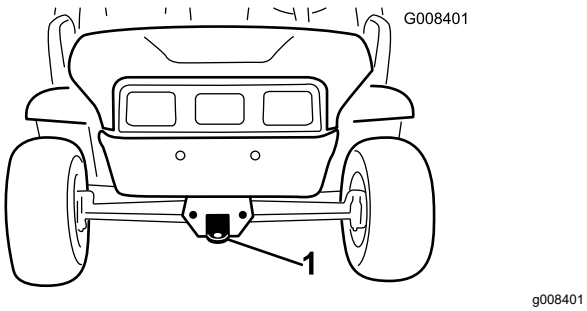
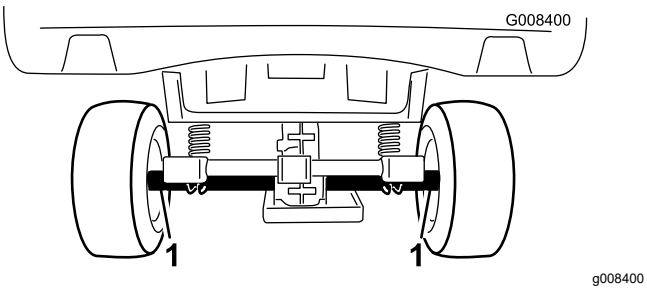

Figur 21
Figur 22
Använd en släpvagn med ramper i fullbredd om du ska flytta maskinen långt. Bind fast maskinen ordentligt på släpet. Se Figur 21 och Figur 22 för fästpunkternas placering på maskinen.
2. Fäst en bogserlina i bogseröglan framtill på maskinens ram (Figur 21).